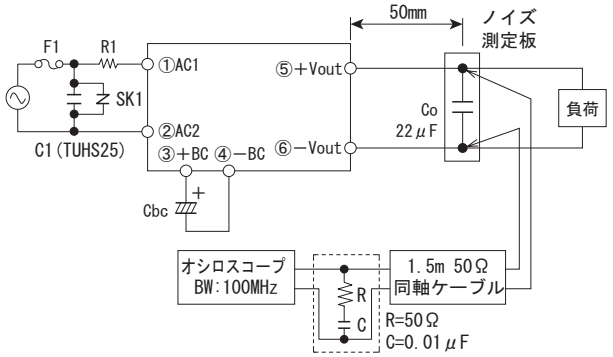

図3.13　電気特性の測定回路
■出力リップルおよびリップルノイズは図3.13に規定する方法にて測定した値です。Cbcの容量は表3.2の推奨容量を参照してください。